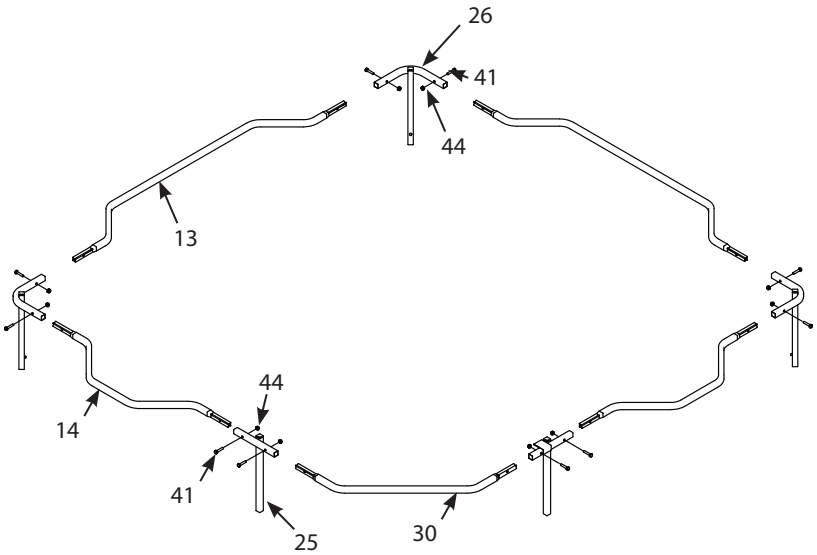

FIGURE 8
8. Assemble the shooting rail with the two long shooting rail parts (13), two short shooting rail parts (14), one shooting rail entry part (30), three shooting rail corner hubs (26), and two shooting rail entry hubs (25) using ten 1/4-20 X 1-1/4 IN bolts (41) and 1/4-20 nuts (44). **SEE FIGURE 8.** ***Securely tighten all loose hardware at this time.***